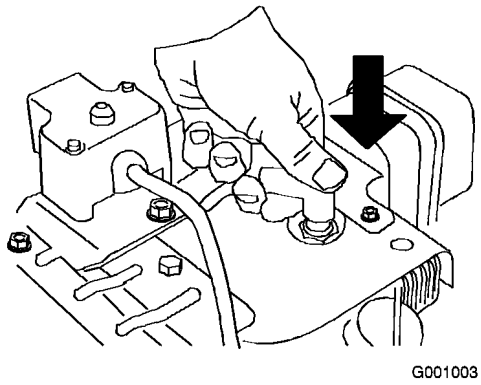

Figura 19
1. Collegate il cappellotto della candela (Figura 19).